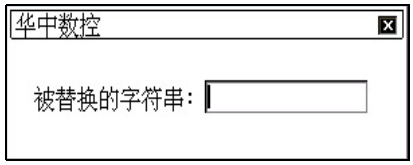

图 5.2.3 输入被替换字符串
(1) 在编辑功能子菜单下（图 5.0.1）按 F9 键，弹出如图 5.2.3 所示的对话框，按 Esc 键，将取消替换操作；